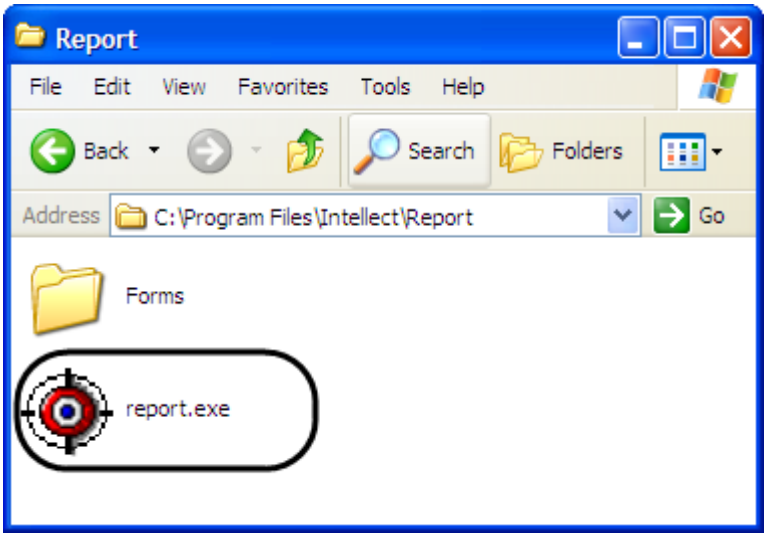

Figure 9.2-2. Starting the Report system from the Intellect program folder
2. Using the program folder of the Intellect software: open the Report folder in the program folder of the Intellect system, then double-click the report.exe file (Figure 9.2-2).